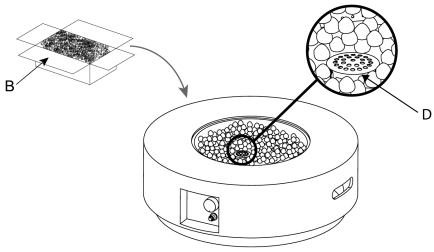

Figure 3
4. Ouvrez la boîte de pierres de lave et mettez les pierres de lave (B) dans le bol de feu du corps du foyer (A) (voir Figure 3).